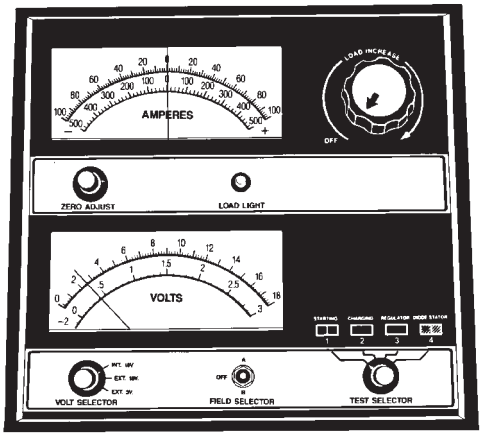

Fig. 13 Voltmeter Accurate to 1/10 Volt (Connected)
(1) Measure the voltage at remote cable terminals with a voltmeter accurate to 1/10 volt (Fig. 13). If below 10 volts, charge current will be low, and it could take some time before it accepts a current in excess of a few milliamperes. Such low current may not be detectable on amp meters built into many chargers.